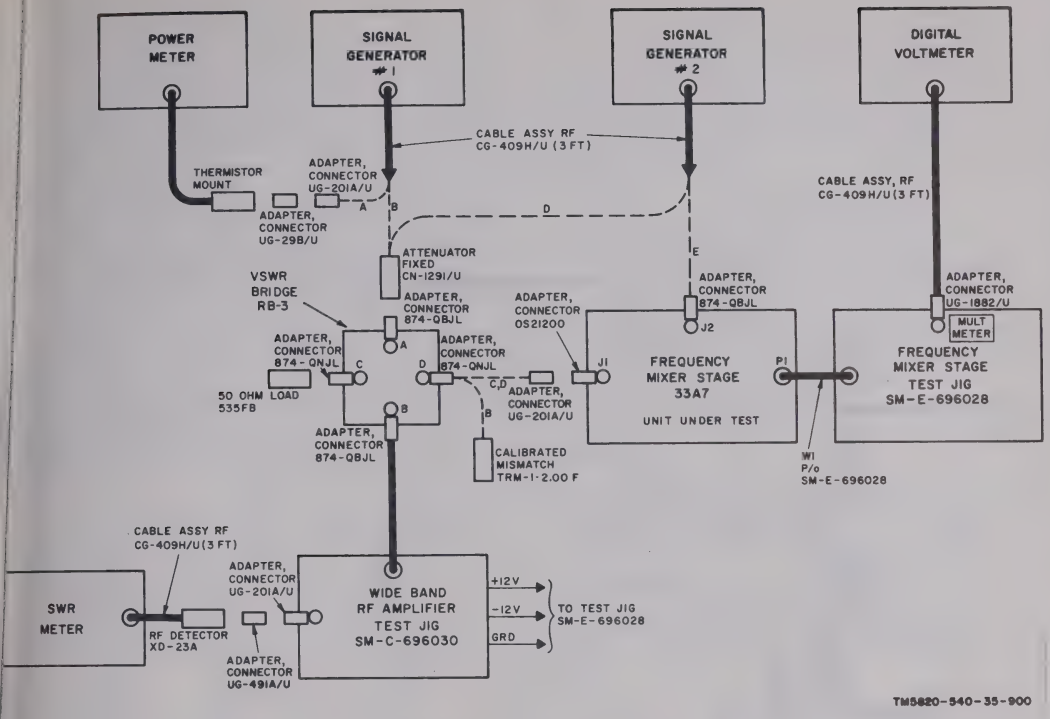

Figure 4–266. Frequency mixer stage, RF input vswr and local oscillator level metering.
(*a*) Connect the test equipment as shown in figure 4–266A.
(*c*) Connect the test equipment as shown in figure 4–266B. Set SWR meter to HIGH (CRYSTAL IMPEDANCE) and adjust RANGE and GAIN control for a suitable reference reading. This will be the 2.0:1 VSWR reference.
(*d*) Connect the test equipment as shown in figure 4–266C. The reading on the SWR meter should be less than the reference obtained in (*c*) above (i.e., VSWR better than 2.0:1).
(*e*) Connect equipment as shown in figure 4–266D and repeat steps (*b*), (*c*) and (*d*) above, at frequencies of 550 and 705 MHz.
(*f*) Connect the test equipment as shown in figure 4–266E. On signal generator No. 2 adjust the frequency to 500 MHz (CW) and the output level to 6 dbm. The digital voltmeter indication should be greater than 135 mv.
(*a*) Connect the equipment as shown in figure 4–267A.
(*d*) Connect the power meter as shown in figure 4–267B. Adjust signal generator No. 1 output level for a +7 dbm indication on the power meter.